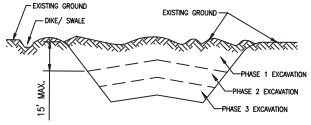

Figure B.1: Incremental Stabilization – Cut
2. Construction sequence example (Refer to Figure B.1):